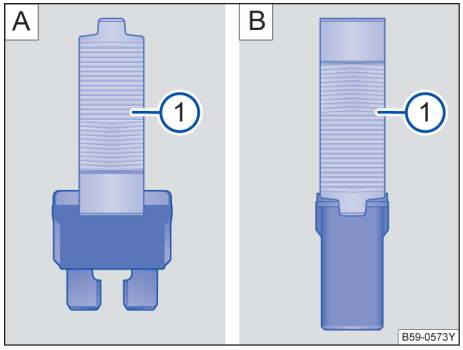

图 146 用塑料夹钳拔出或插入保险丝：A 扁平插入式保险丝；B 方块型保险丝
– 必要时将塑料夹钳→图 146 ① 从相应保险丝盒的盖板中取出。
– 根据保险丝型号，将塑料夹钳的合适夹嘴→图 146 A ① 或 →图 146 B ① 从侧面推到保险丝上。